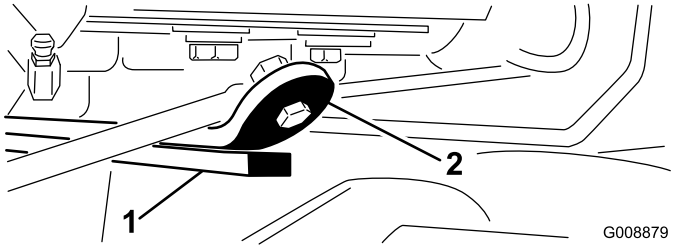

Figur 28
3. Starta motorn, höj lyftarmarna och kontrollera att spelet mellan slitremmen överst på den bakre klippenhetens slitstång och stötdämparremmen är 0,51–2,54 mm (Figur 28).